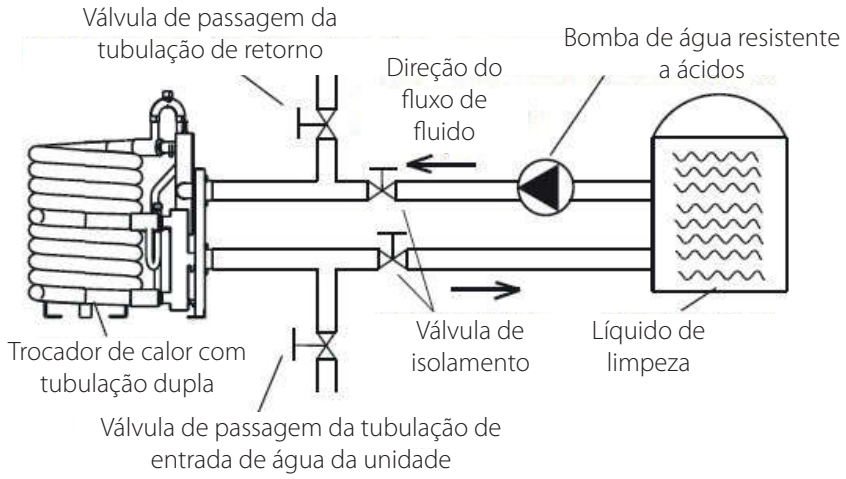

Figura 3-7 Diagrama do esquema do sistema de limpeza do trocador de calor com tubulação dupla
2. Conecte corretamente o sistema de limpeza conforme a figura 3-7, faça com que o líquido de limpeza flua no sentido contrário do trocador de calor com tubulação dupla (oposto à direção do fluxo geral).